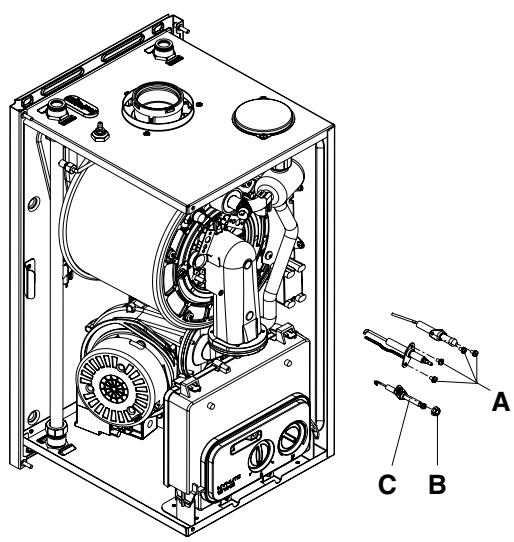

Fig. 28
6.11 ELECTRODES & CONDENSE SENSOR (fig. 28)